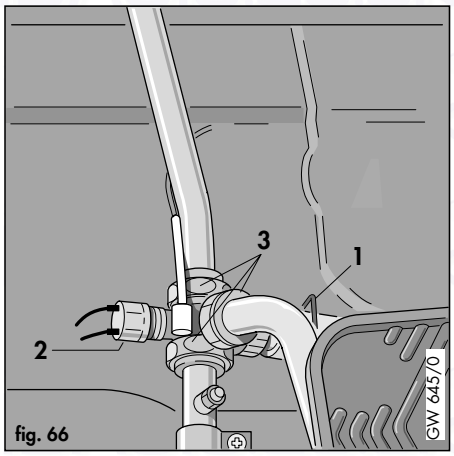

fig. 66
- Pull wires off overheat thermostat (2, fig 66).
- Remove spring clip (1, fig. 66).
- Disconnect wires from overheat thermostat (2, fig. 66).
- Undo unions (3, fig. 66). Remove bypass/connecting pipe.